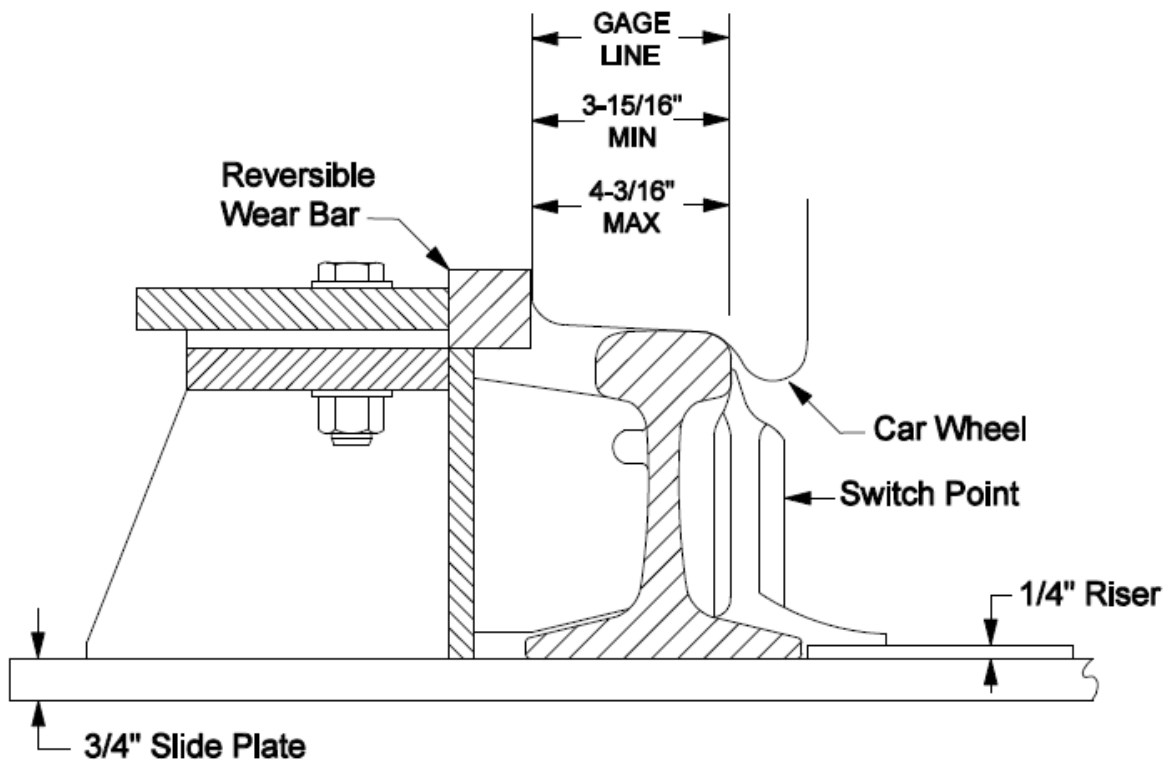

Figure 5-I
3. When the distance between the gage line of the running rail and the guarding face of the point guard reaches 4-3/16 inches, adjust or replace the wear bar. See Figure 5-I.